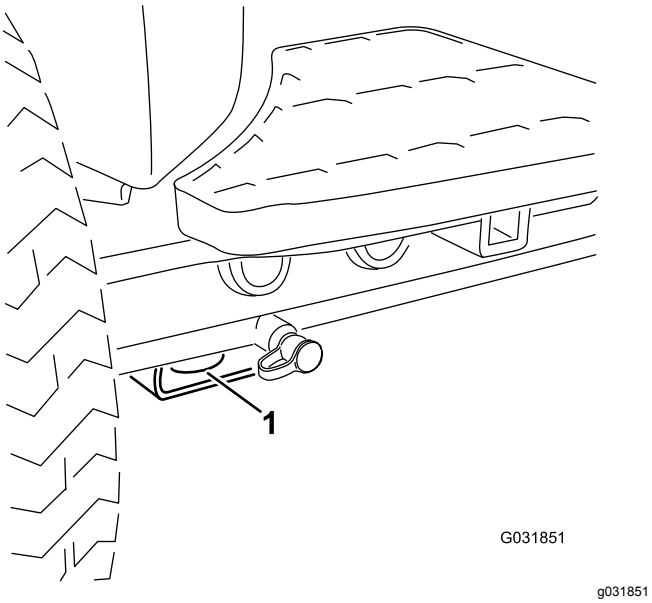

Figur 70
- Fram – hål i det fyrkantiga belägget under axelröret inuti båda framdäcken (Figur 70)